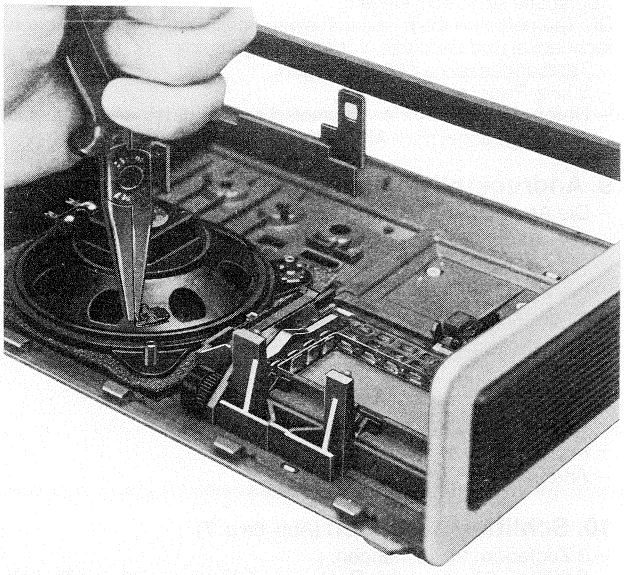

Abb. 4 Lautsprecher Ausbauen
3. Lautsprecher ausbauen (Abb. 4)